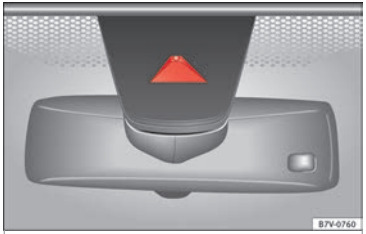

Fig. 219 In the windscreen: field of vision of the lane assist system camera.
- **Before starting travel, verify that the camera's field of vision is not covered ››› Fig. 219.**